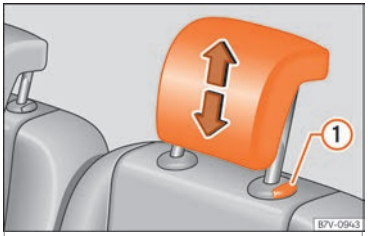

Fig. 157 Fitting the head restraints in the second or third row of seats
- Pull out the head restraint ››› Fig. 157 ① with the button pressed.